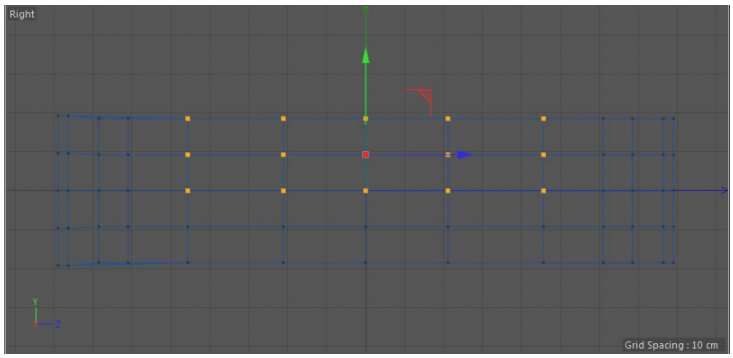
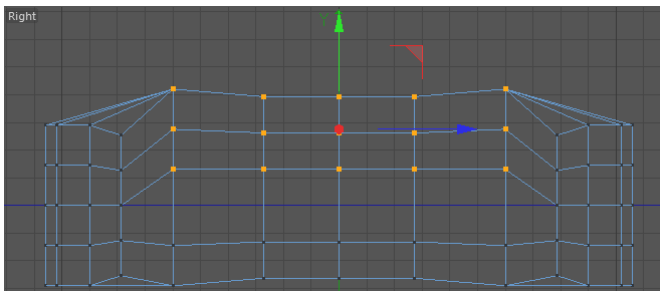

Figure 3-24 *The points to be selected*
Figure 3-25 *Moving the selected points of Computer mouse*
17. Using the **Live Selection** tool, select the center points of *Computer mouse* in the Right viewport, as shown in Figure 3-24. Next, move the selected points upward in the Right viewport, as shown in Figure 3-25.